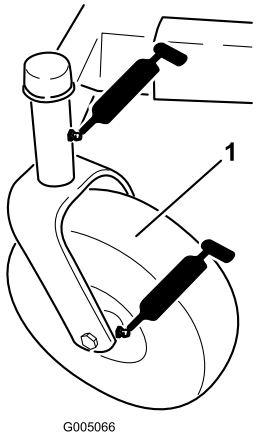
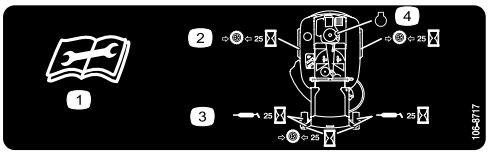

Figur 24
Figur 25
3. Tørk av smøreniplene (Figur 24 og Figur 25) med en fille. Pass på at du skraper av lakken foran på anordningen(e).
4. Sett en fettsprøyte på anordningen (Figur 24 og Figur 25). Påfør smørefett i smøreniplene til det tyter ut av lagrene.